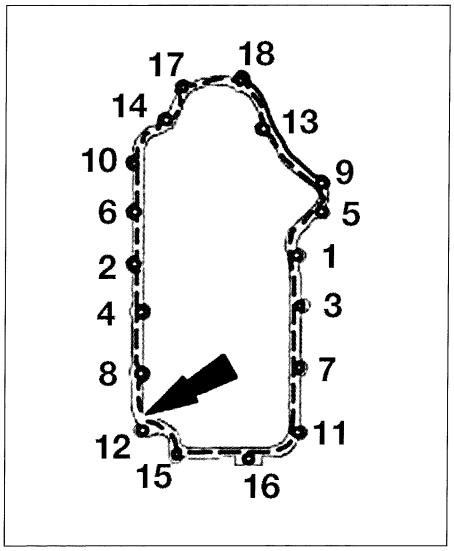

FIG. 51
• Untar con pasta de estanqueidad el plano de junta del cárter intermedio (cordón de 2,5 mm de diámetro) y colocar el cárter inferior en 10 minutos, respetando el orden de apriete prescrito **(fig. 51).**